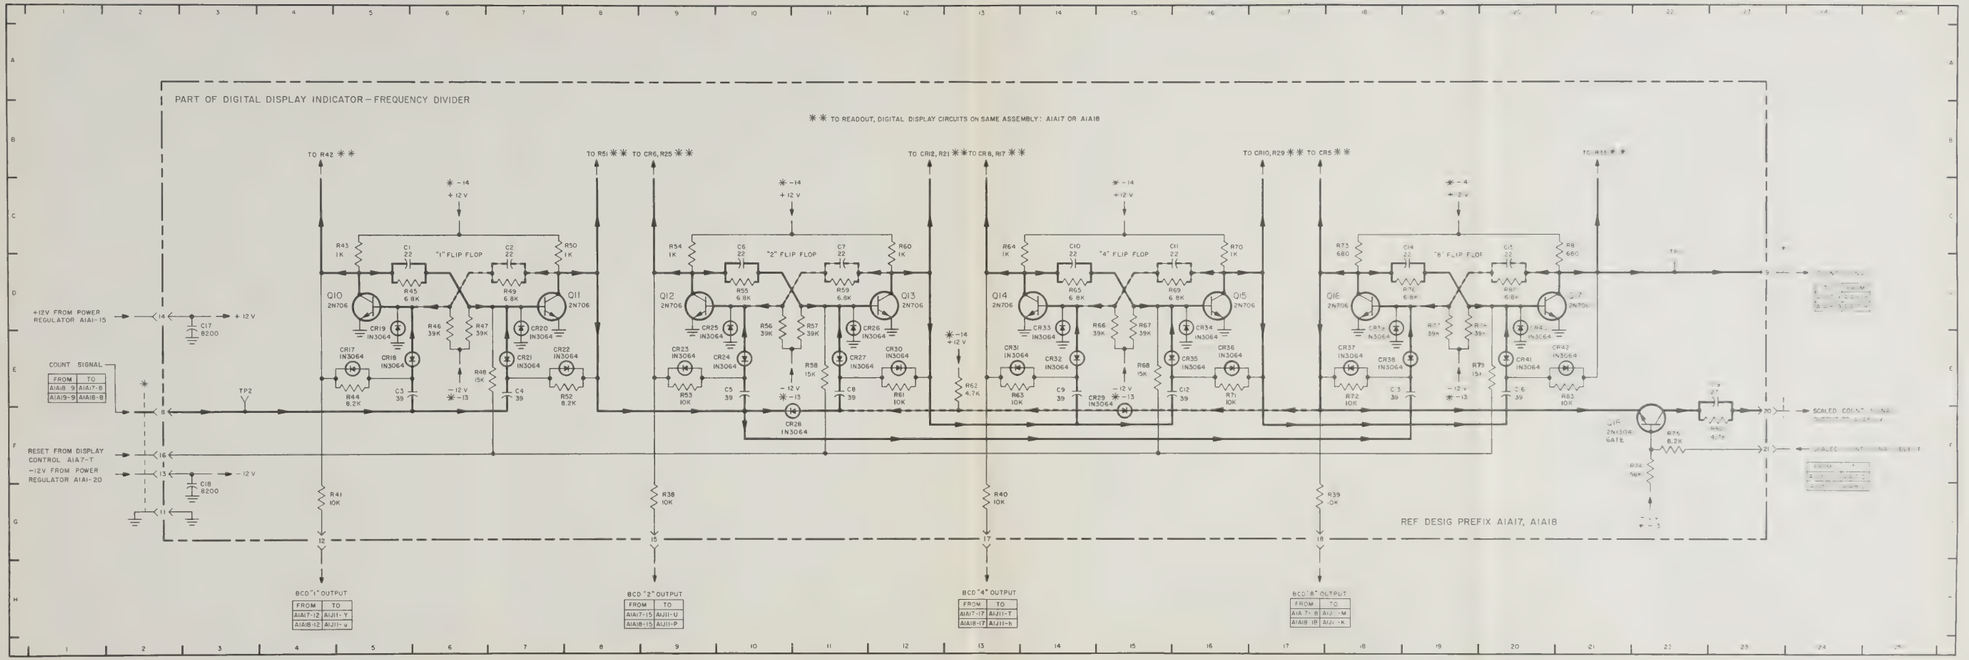

Figure 5-74. Count Decades, Frequency Divider Circuits on A1A17 and A1A18, Schematic Diagram
7. Counter portions of assemblies A1A17 and A1A18 are identical and are represented by figure 5-74.